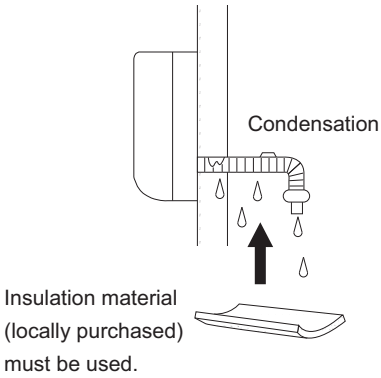

Fig. 2-238
c) If the drain hose will run in the room, insulate the hose with insulation* so that chilled condensation will not damage furniture or floors. (Fig. 2-238)